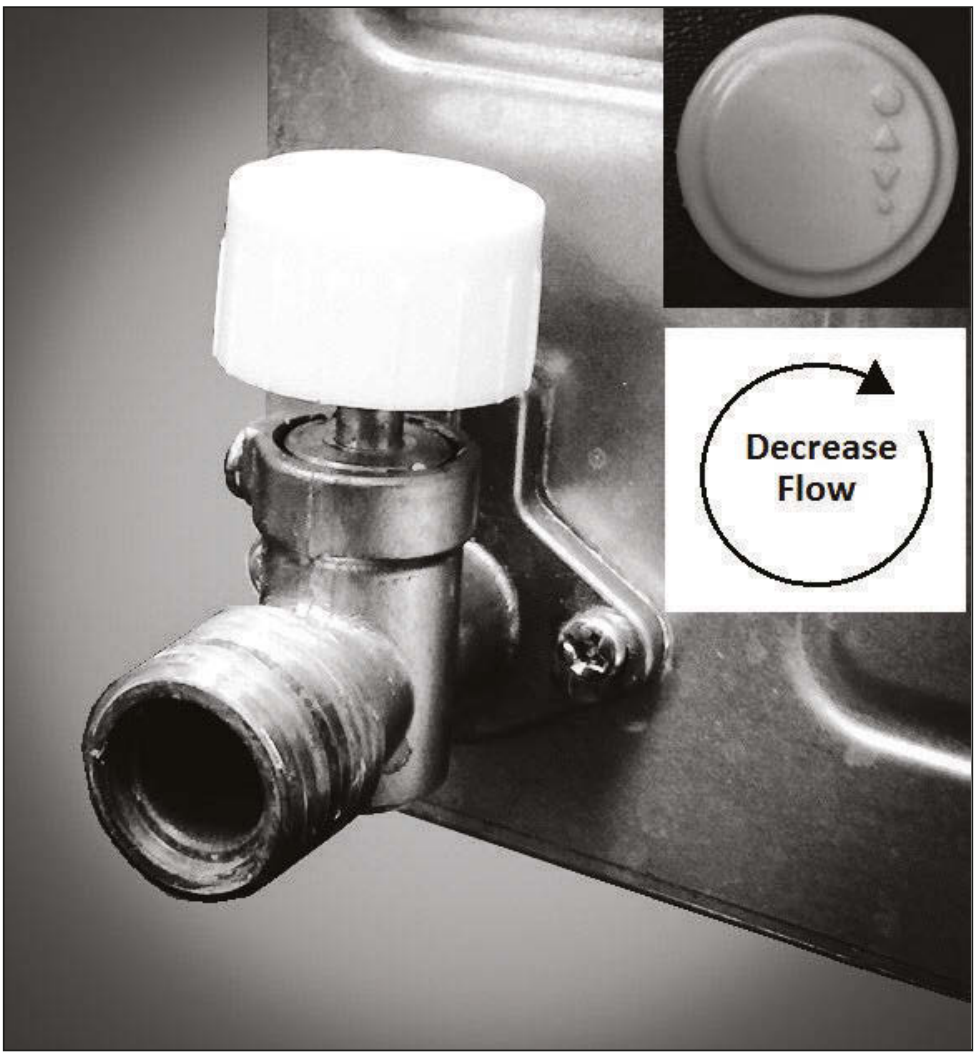

**Figure 8**
In case of operation with extreme cold inlet water temperatures (approximately less than 45°(F) the performance of the Water Control Valve can be optimized by adjusting the flow as shown in Figure 8 below.